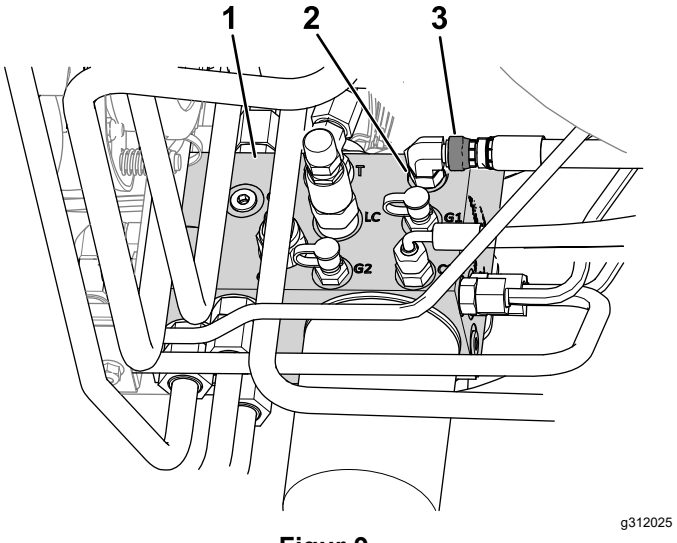

Figur 9
B. Lossa slangens löpmutter som är ansluten till port C1 på hydraulförgreningsröret (Figur 9).
E. Dra åt slangens löpmutter på porten C1 (Figur 9) till 41 Nm.